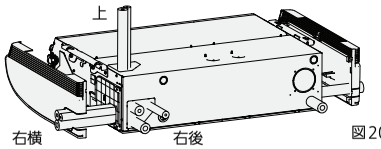

図20
- 冷媒配管の接続部は3方向(右後・右横・上)取り出しが可能です。(図20)